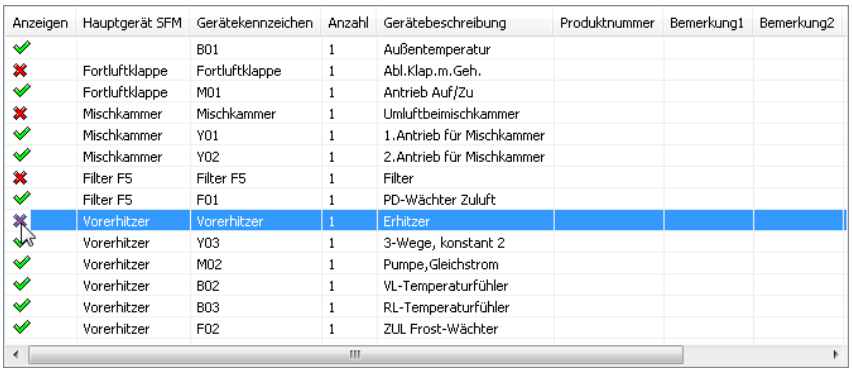

Bild 28.20 – Abschalten der Anzeige der Hauptgeräte
- Sie erkennen ein Hauptgerät daran, dass der Name des *Gerätekennzeichens* mit dem des *Hauptgeräts* übereinstimmt. Per Doppelklick auf die entsprechenden Häkchen schalten Sie deren Anzeige ab (Abb. 28.20).